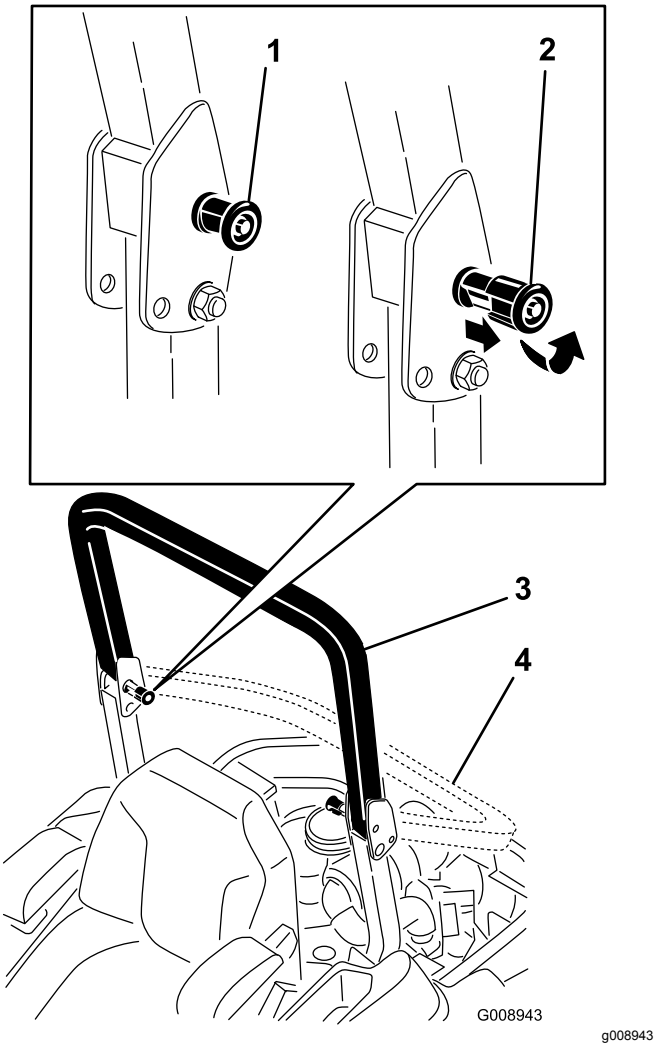

Figur 8
2. Dra ut begge knottene og vri dem 90°, slik at de ikke låser (Figur 8).
3. Senk veltebøylen til nedre stilling (Figur 8).
4. Hvis du vil sette opp veltebøylen, kan du dra opp veltebøylen til bruksstillingen og vri på knottene slik at de går delvis inn i rillene (Figur 8).
5. Dra veltebøylen helt opp mens du skyver på den øvre veltebøylen. Da vil pinnene gå i lås når hullene stemmer overens med pinnene (Figur 8).